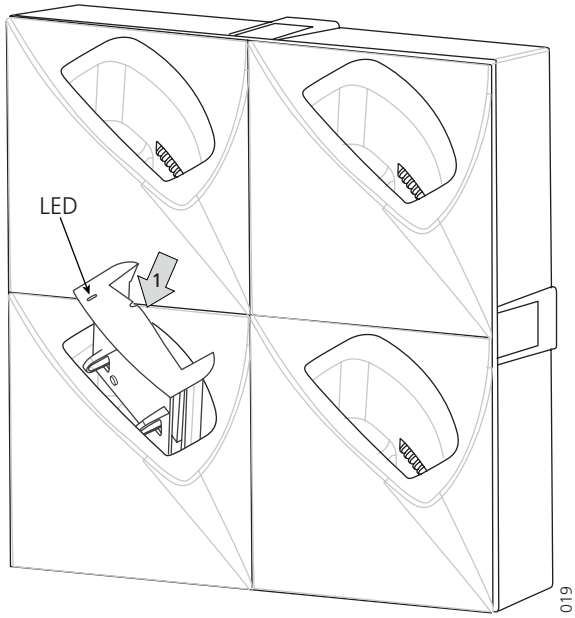

Figure 19. Adapter fitting for charging spare batteries.
2 Snap the adapter into position in the slot (1) as shown in figure 19.